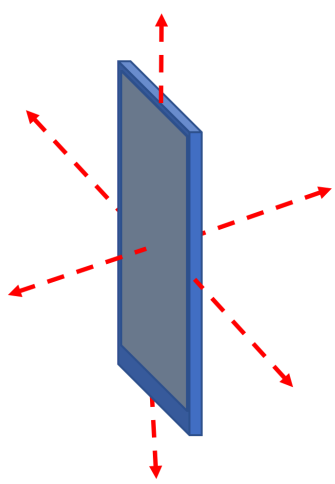

Figure 8: Template sketch for determining phone axes. Include a version of this in your lab report with axes clearly labeled.
In your lab report, include the plot(s) of the data you collected in step 3.1 above. Include a hand-drawn sketch of your phone in your lab report with the axes labeled. Label both the positive and negative examples. An example, without axes labeled, is shown in Figure 8 below:
- A hand-drawn sketch, similar to figure 8, showing the X, Y, and Z axes on your phone.